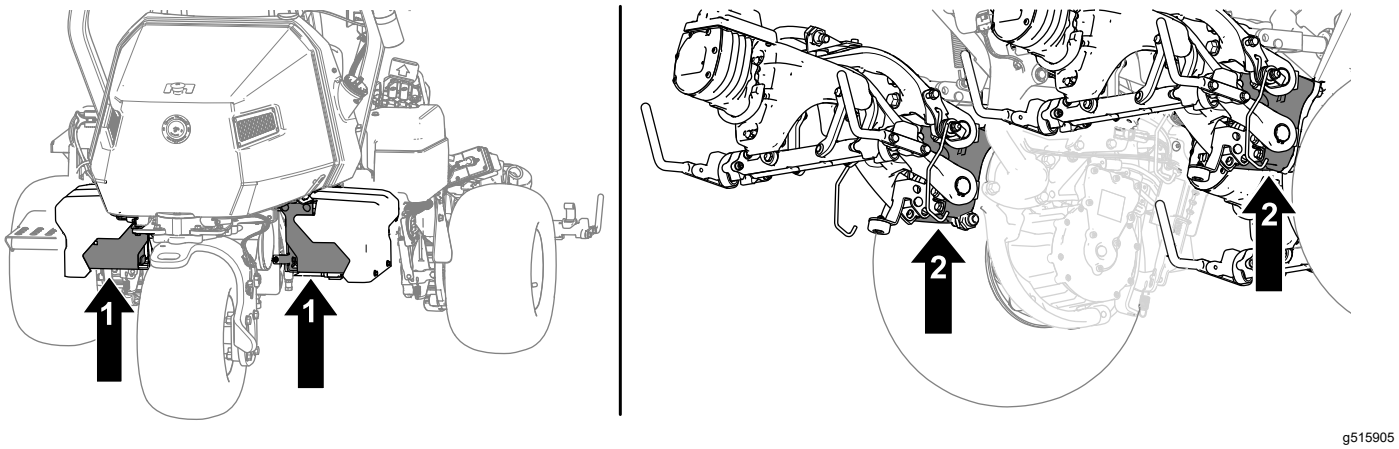

Figuur 41
2. Wanneer u de machine opgekrikt hebt, plaatst u een geschikte assteun onder de volgende zones om de machine te ondersteunen (Figuur 41):